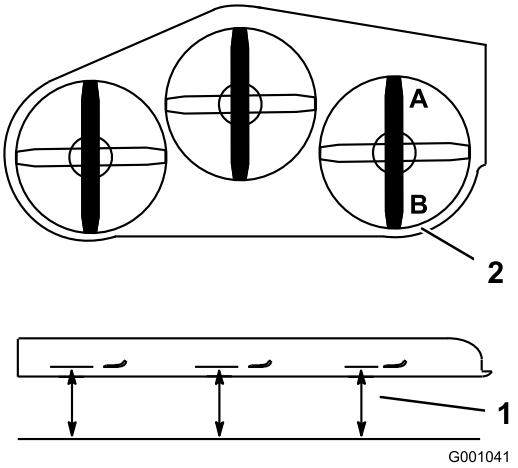

**Figur 82**
1. Placer højre kniv på langs (Figur 82).
2. Mål den højre kniv ved punktet **A** fra en plan overflade til knivspidsens skarpe kant (Figur 82).
4. Mål den højre kniv ved punktet **B** fra en plan overflade til knivspidsens skarpe kant (Figur 82).
6. Plæneklipperens skærekniv skal være 6 til 10 mm lavere ved punkt **A** end ved punkt **B** (Figur 82). Hvis det ikke er korrekt, skal du gøre følgende: